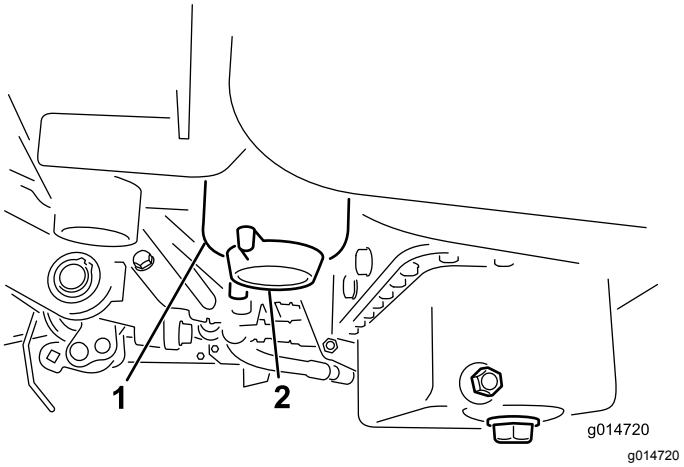

Rysunek 49
2. Oczyść obszar wokół miejsca zamontowania filtra (Rysunek 49).
4. Otwórz korek spustowy filtra (Rysunek 49).